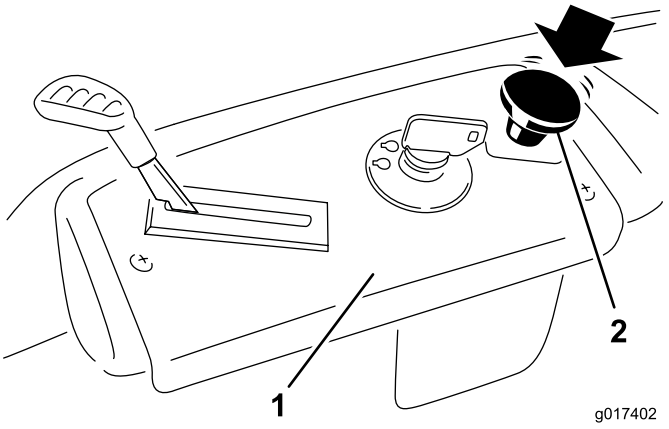

Figuur 15
Zet de aftakasschakelaar omlaag op UIT en schakel de messen uit (Figuur 15).
1. Schakel de maaimessen uit door de aftakasschakelaar op UIT te zetten (Figuur 15).